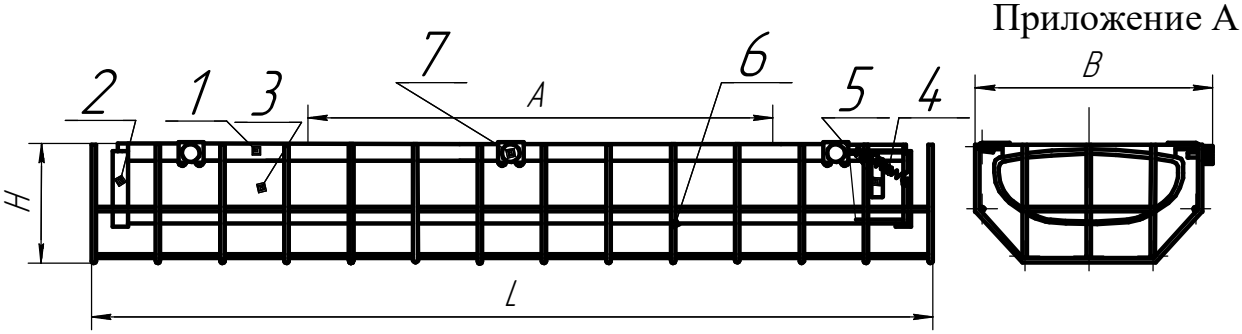

Рисунок 1. 1.Корпус в сборе, 2.Крышка, 3.Рассеиватель, 4.Пружина, 5.Патрон, 6.Решетка, 7.Винт специальный.
4.2 Светильники в соответствии с Рис.1 состоят из решетки поз.6 которая крепится к корпусу при помощи винтов специальных поз.7, корпуса поз.1.в котором размещена электрическая схема. двух торцевых крышек поз.2. которые крепятся к корпусу с помощью пружин поз.4 и рассеивателя поз.3